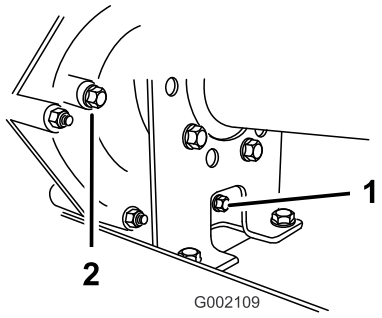
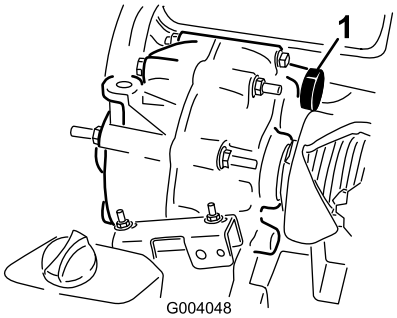

Figur 42
Figur 43
2. Fjern aftapningsproppen fra beholderens højre side (Figur 42), og lad olien flyde over i aftapningsbeholderen. Monter og tilspænd skruen, når væsken er holdt op med at løbe.
3. Fyld beholderen (Figur 43) med ca. 1,4 liter motorolie af typen SAE 10W30 eller indtil oliestanden er ved bunden af niveauindikatorhullet (Figur 42).